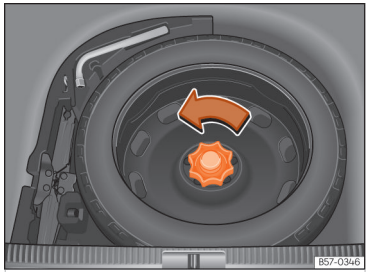

**Fig. 237** In the luggage compartment: raised load floor.
- Turn the thumb wheel anticlockwise ››› Fig. 237.